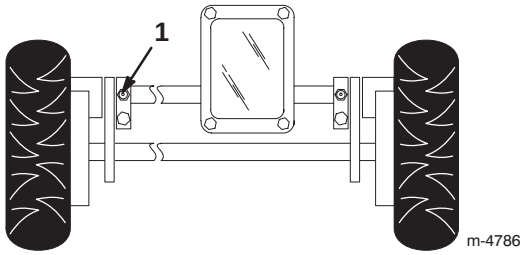

Bild 22
1. Wischen Sie die Schmiernippel mit einem sauberen Lappen ab (Bild 22).